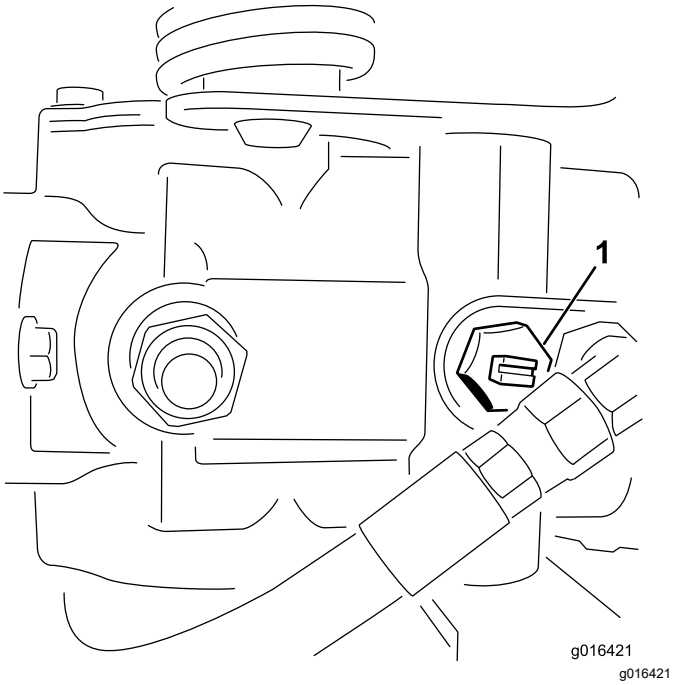

Figur 24
1. Lokalisera överströmningsventilen på pumpen och vrid den två varv motsols (Figur 24).
2. Stäng överströmningsventilen genom att vrida den två varv medsols innan du startar motorn (Figur 24).